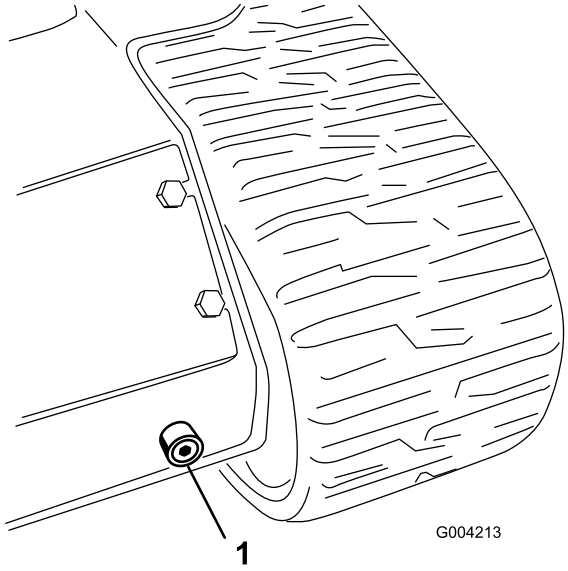

**Figuur 60**
6. Plaats een grote opvangbak (geschikt voor ruim 50 liter) onder de aftapplug aan de voorzijde van de tractie-eenheid (Figuur 60).
7. Verwijder de aftapplug zodat de olie in de opvangbak kan lopen (Figuur 60).